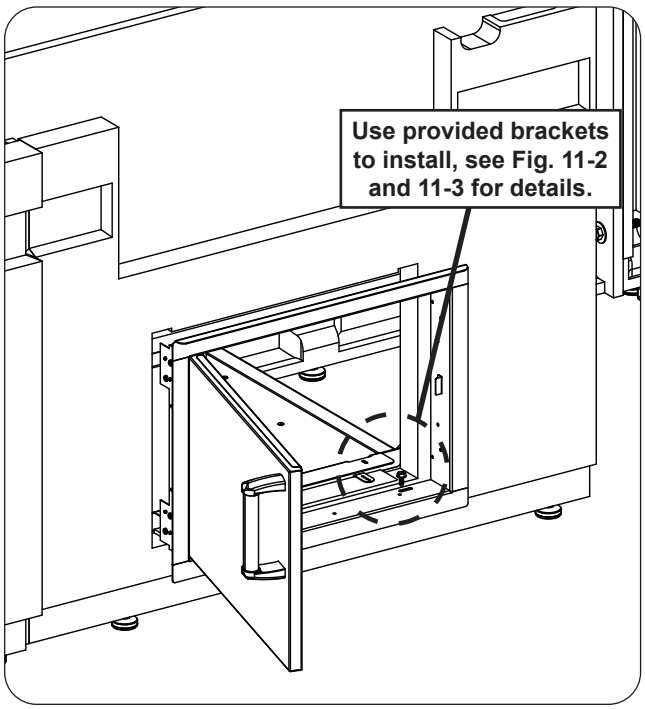
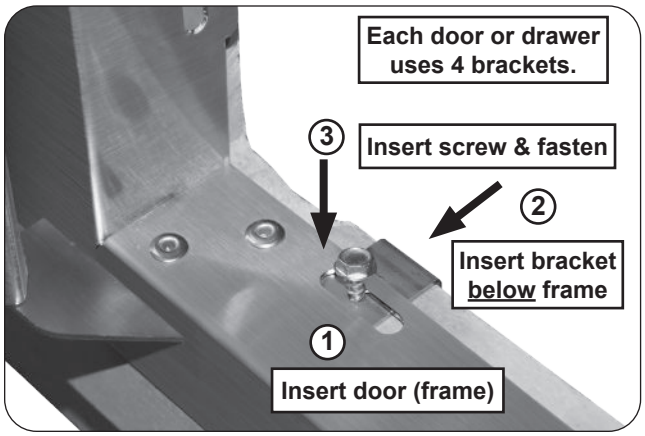
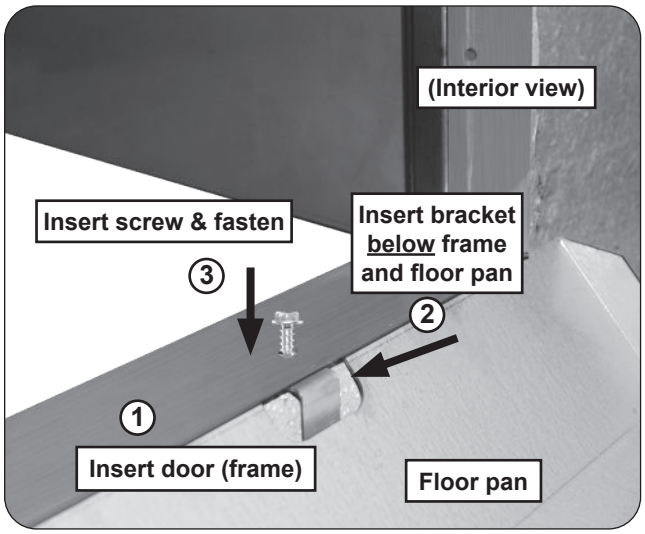

Fig. 11-1 Door / drawer install
Fig. 11-2 Door / drawer install detail
Fig. 11-3 Door / floor pan install detail
1. Insert your unit completely into the appropriate opening. Ensure it is flush against the exterior wall (see Fig. 11-1 and Fig. 11-2, step 1).
2. The unit will have 2 oblong cutouts (or round holes) on both the top and bottom of its frame. Reach from within the island and insert a bracket where a cutout exists, **below the frame**. See Fig. 11-2, step 2.
Note: When installing the double door ensure the bracket is inserted **below the frame AND floor pan** (see Fig 11-3, step 2).
3. While squeezing the rear of the bracket and the front of the door frame **firmly** against the concrete wall, insert a hex screw and tighten with the power drill and 5/16" hex driver (see Fig. 11-2 or Fig 11-3, step 3). DO NOT OVERTIGHTEN.